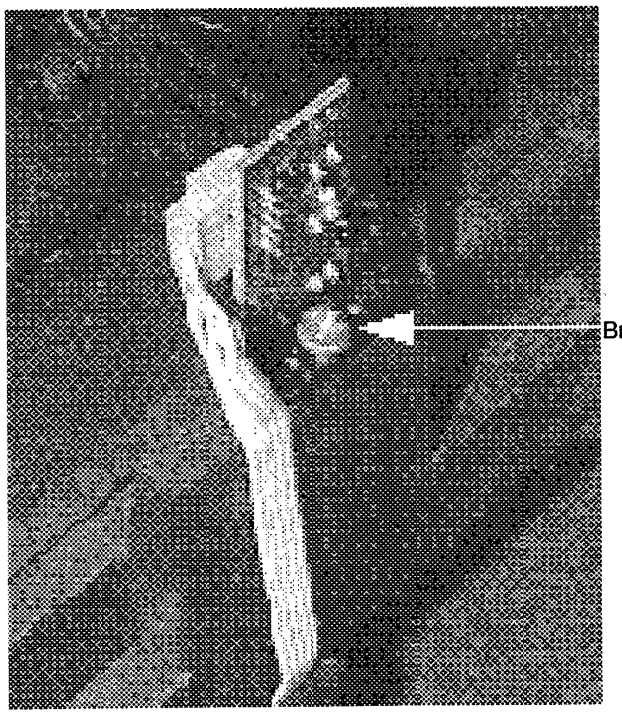

Рис. 4-16 **Датчик уровня тонера**
4. Выверните винт, которым крепится датчик уровня тонера и снимите датчик (рис. 4-16).